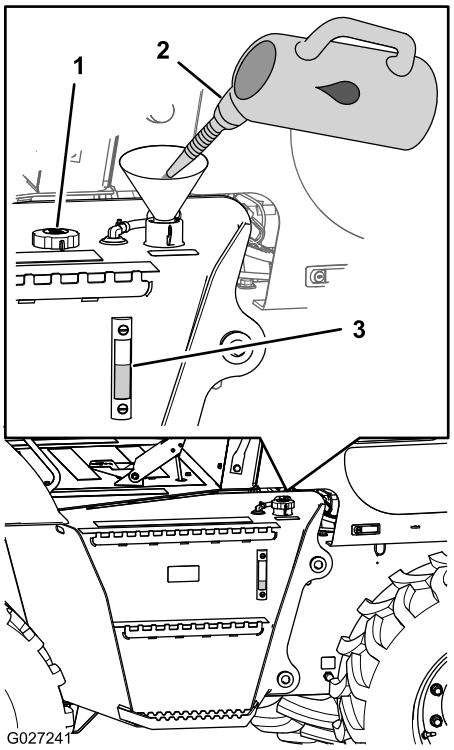

Рисунок 27
3. Проверьте уровень гидравлической жидкости по указателю, смонтированному на боковой стороне бака гидравлической жидкости (Рисунок 27).
4. Если уровень гидравлической жидкости в уровнемере не виден, снимите крышку заливной горловины (Рисунок 27), добавьте гидравлическую жидкость указанного типа, чтобы поднять уровень жидкости до средней отметки уровнемера и установите на место крышку заливной горловины.